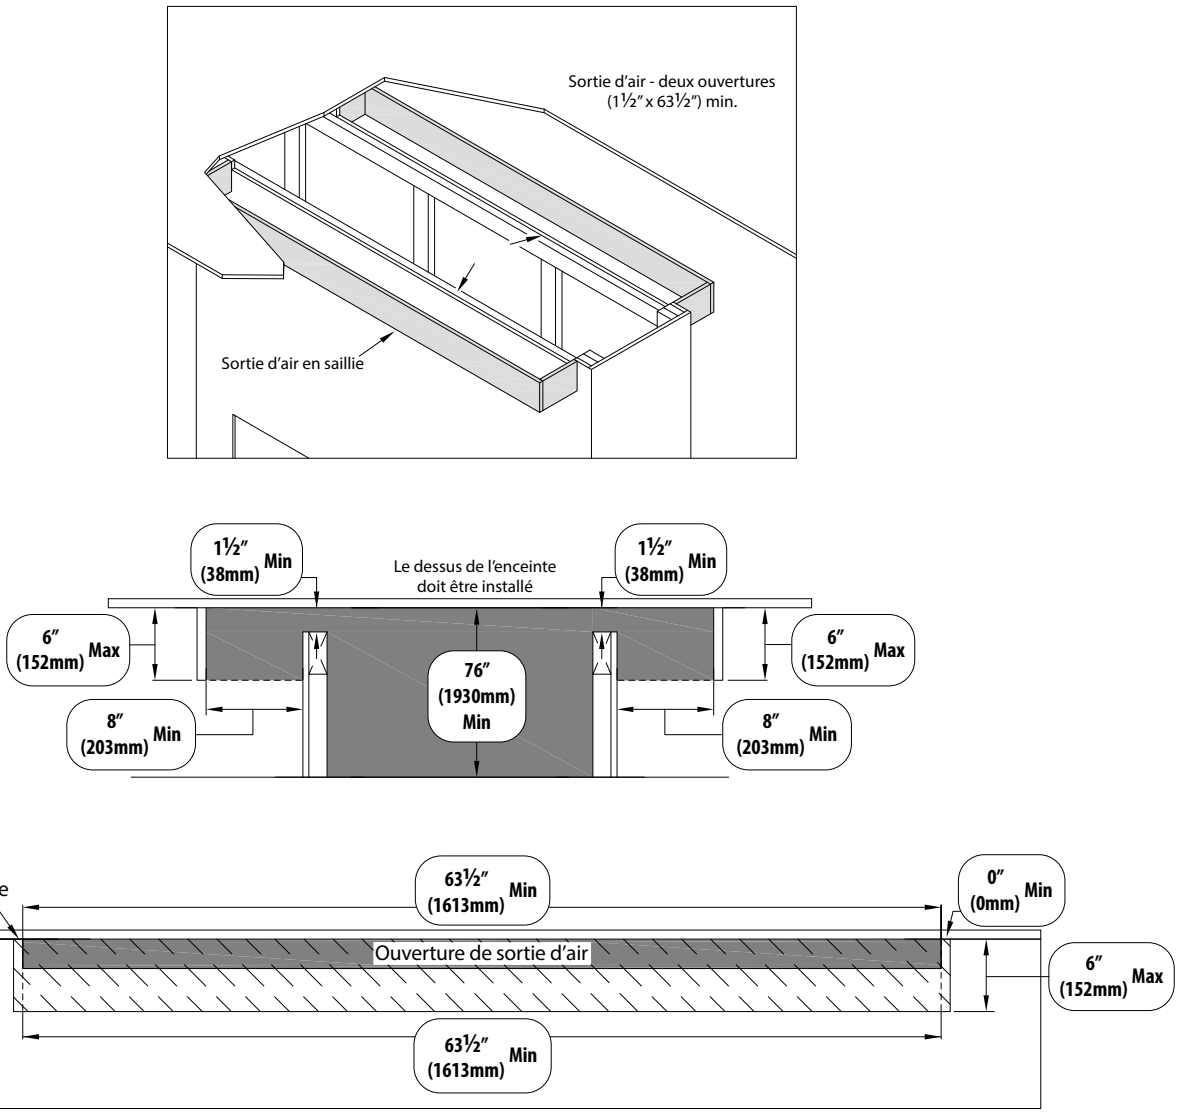

Figure 3.22, Installation de la cavité ventilée à deux ouvertures
- La Figure 3.22 montre les dimensions minimales exigées pour les ouvertures de sortie d'air d'une cavité ventilée à deux ouvertures. Ces deux ouvertures de sortie d'air de 1-1/2 po de haut par 63-1/2 po de large sont idéales pour les installations où le foyer divise deux pièces.
- La Figure 3.22 est montrée avec les sorties d'air en saillie devant les ouvertures de sortie d'air. Cette méthode d'installation optionnelle peut servir à dissimuler les ouvertures de sortie d'air.